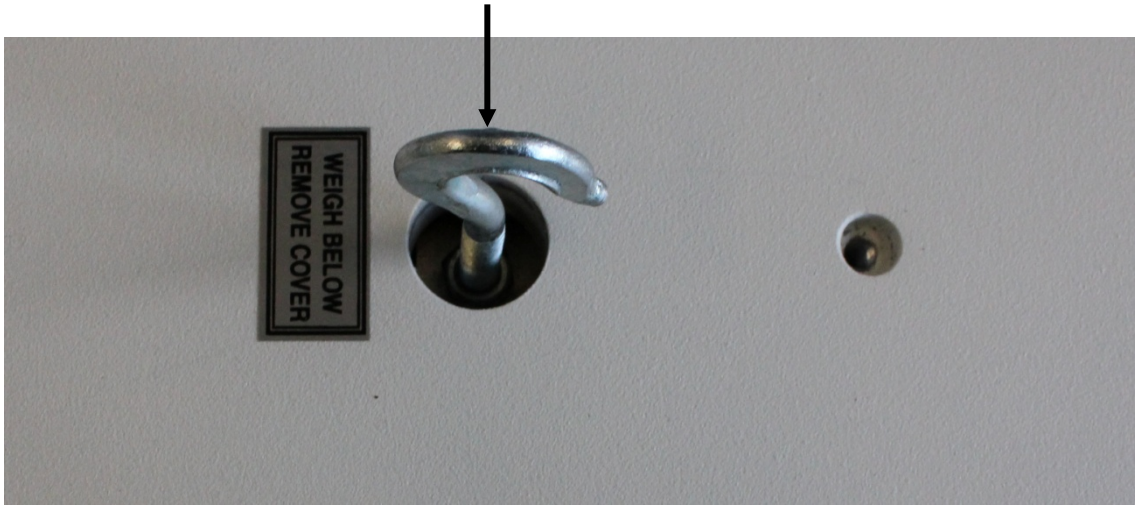

Fig.1: Setup of balance for underfloor weighing
- Screw in hook for under-floor weighing **carefully and completely,** see fig. 1.